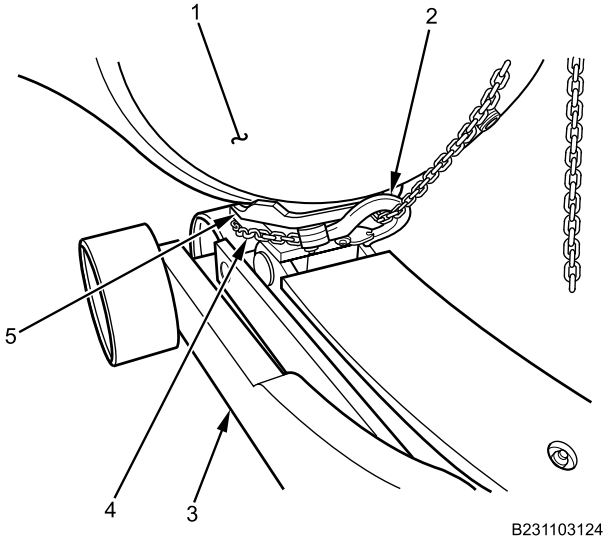

Figure 18. 20-Ton Floor Jack.
1. Position 20-ton floor jack (Figure 18, Item 3) squarely under rear axle assembly (Figure 18, Item 1).
2. Using 20 ton-floor jack (Figure 18, Item 3), lift and support rear axle assembly(Figure 18, Item 1).
3. Position hoist lever chain (Figure 18, Item 4) around 20-ton floor jack lift plate (Figure 18, Item 5), and attach hook (Figure 18, Item 2) to chain, with opening facing downward.